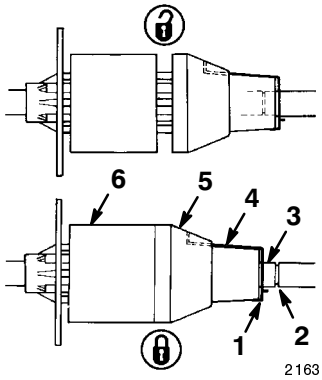

Figure 23
- **Lock position**—Slide the coupling lock spring into the left-hand shaft groove (Fig. 23).
- **Unlock position**—Slide the coupling lock spring into the right-hand shaft groove (Fig. 23).